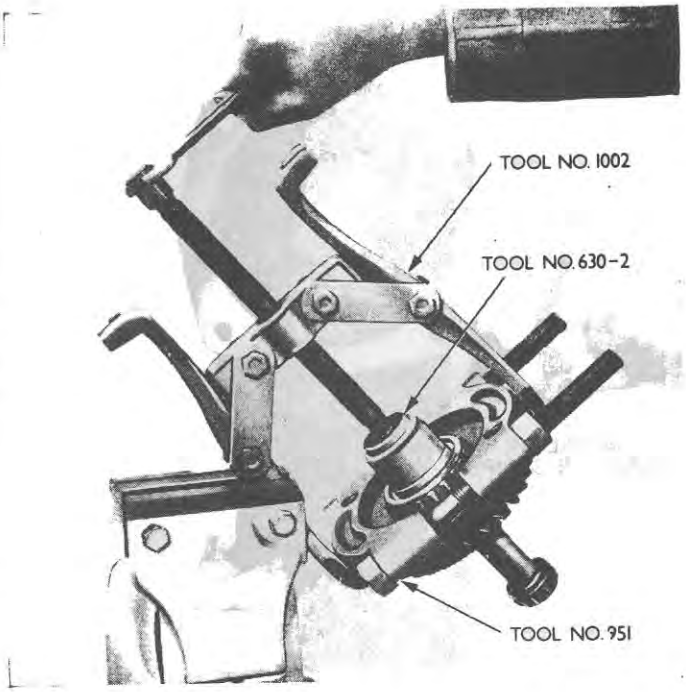

Figure 3
2. Inspect the drive gear bearing cones and rollers for excessive wear or damage. Renew if necessary. Remove using Tools Nos: 1002, 951 and adaptor plate 630-3 for the forward end, Figure 3, or adaptor 625-3 for the rear end. Use suitable sleeves to install the new bearing cone and roller assemblies.